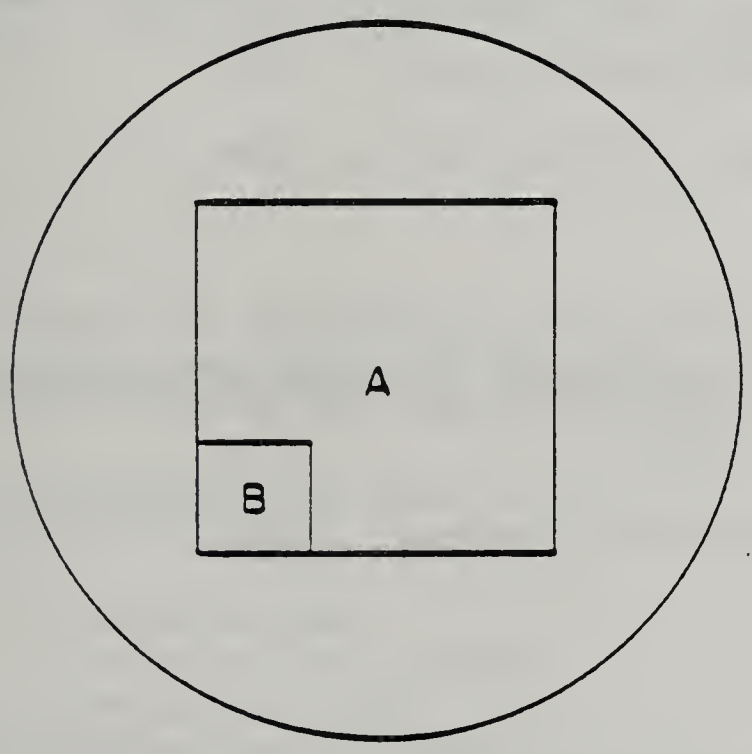

FIG. 115. Miller disc.
10. There are several methods of counting reticulocytes once the smears have been made: (1) One procedure utilizes the Miller disc that is placed inside the microscope eyepiece. This disc consists of two squares as shown in Figure 115. The area of the smaller square (B) is a tenth that of square A. Therefore, if there are 40 red cells in square A, there should be four red cells present in square B. When employing this method to count reticulocytes, the red cells in square B are counted in successive fields on the slide, until a total of 500 red cells have been counted. At the same time, the reticulocytes in square A are enumerated. At the completion of the count, theoretically, the reticulocytes contained in 5000 red cells have been counted. The number of reticulocytes obtained in this way is divided by 50, in order to obtain the percent reticulocytes present in the blood. The count is also performed in duplicate, using a second smear, and the results averaged to obtain the test value. This method is somewhat time-consuming. (2) Place a small "window" in the eyepiece of the microscope. This makes the field smaller and the counting of cells easier. (Cut out a round piece of paper the same diameter as the eyepiece and cut a square hole in the center. Unscrew the top lens of the eyepiece, insert the paper, and replace the top lens.) (3) For reticulocyte counts less than 10%, count at least 100 reticulocytes (except in extremely low counts where this would not be practical). Instead of counting the number of red cells in every field, count the red cells in every 8 to 10 fields and also keep track of the number of fields examined. Calculate the reticulocyte count as follows: